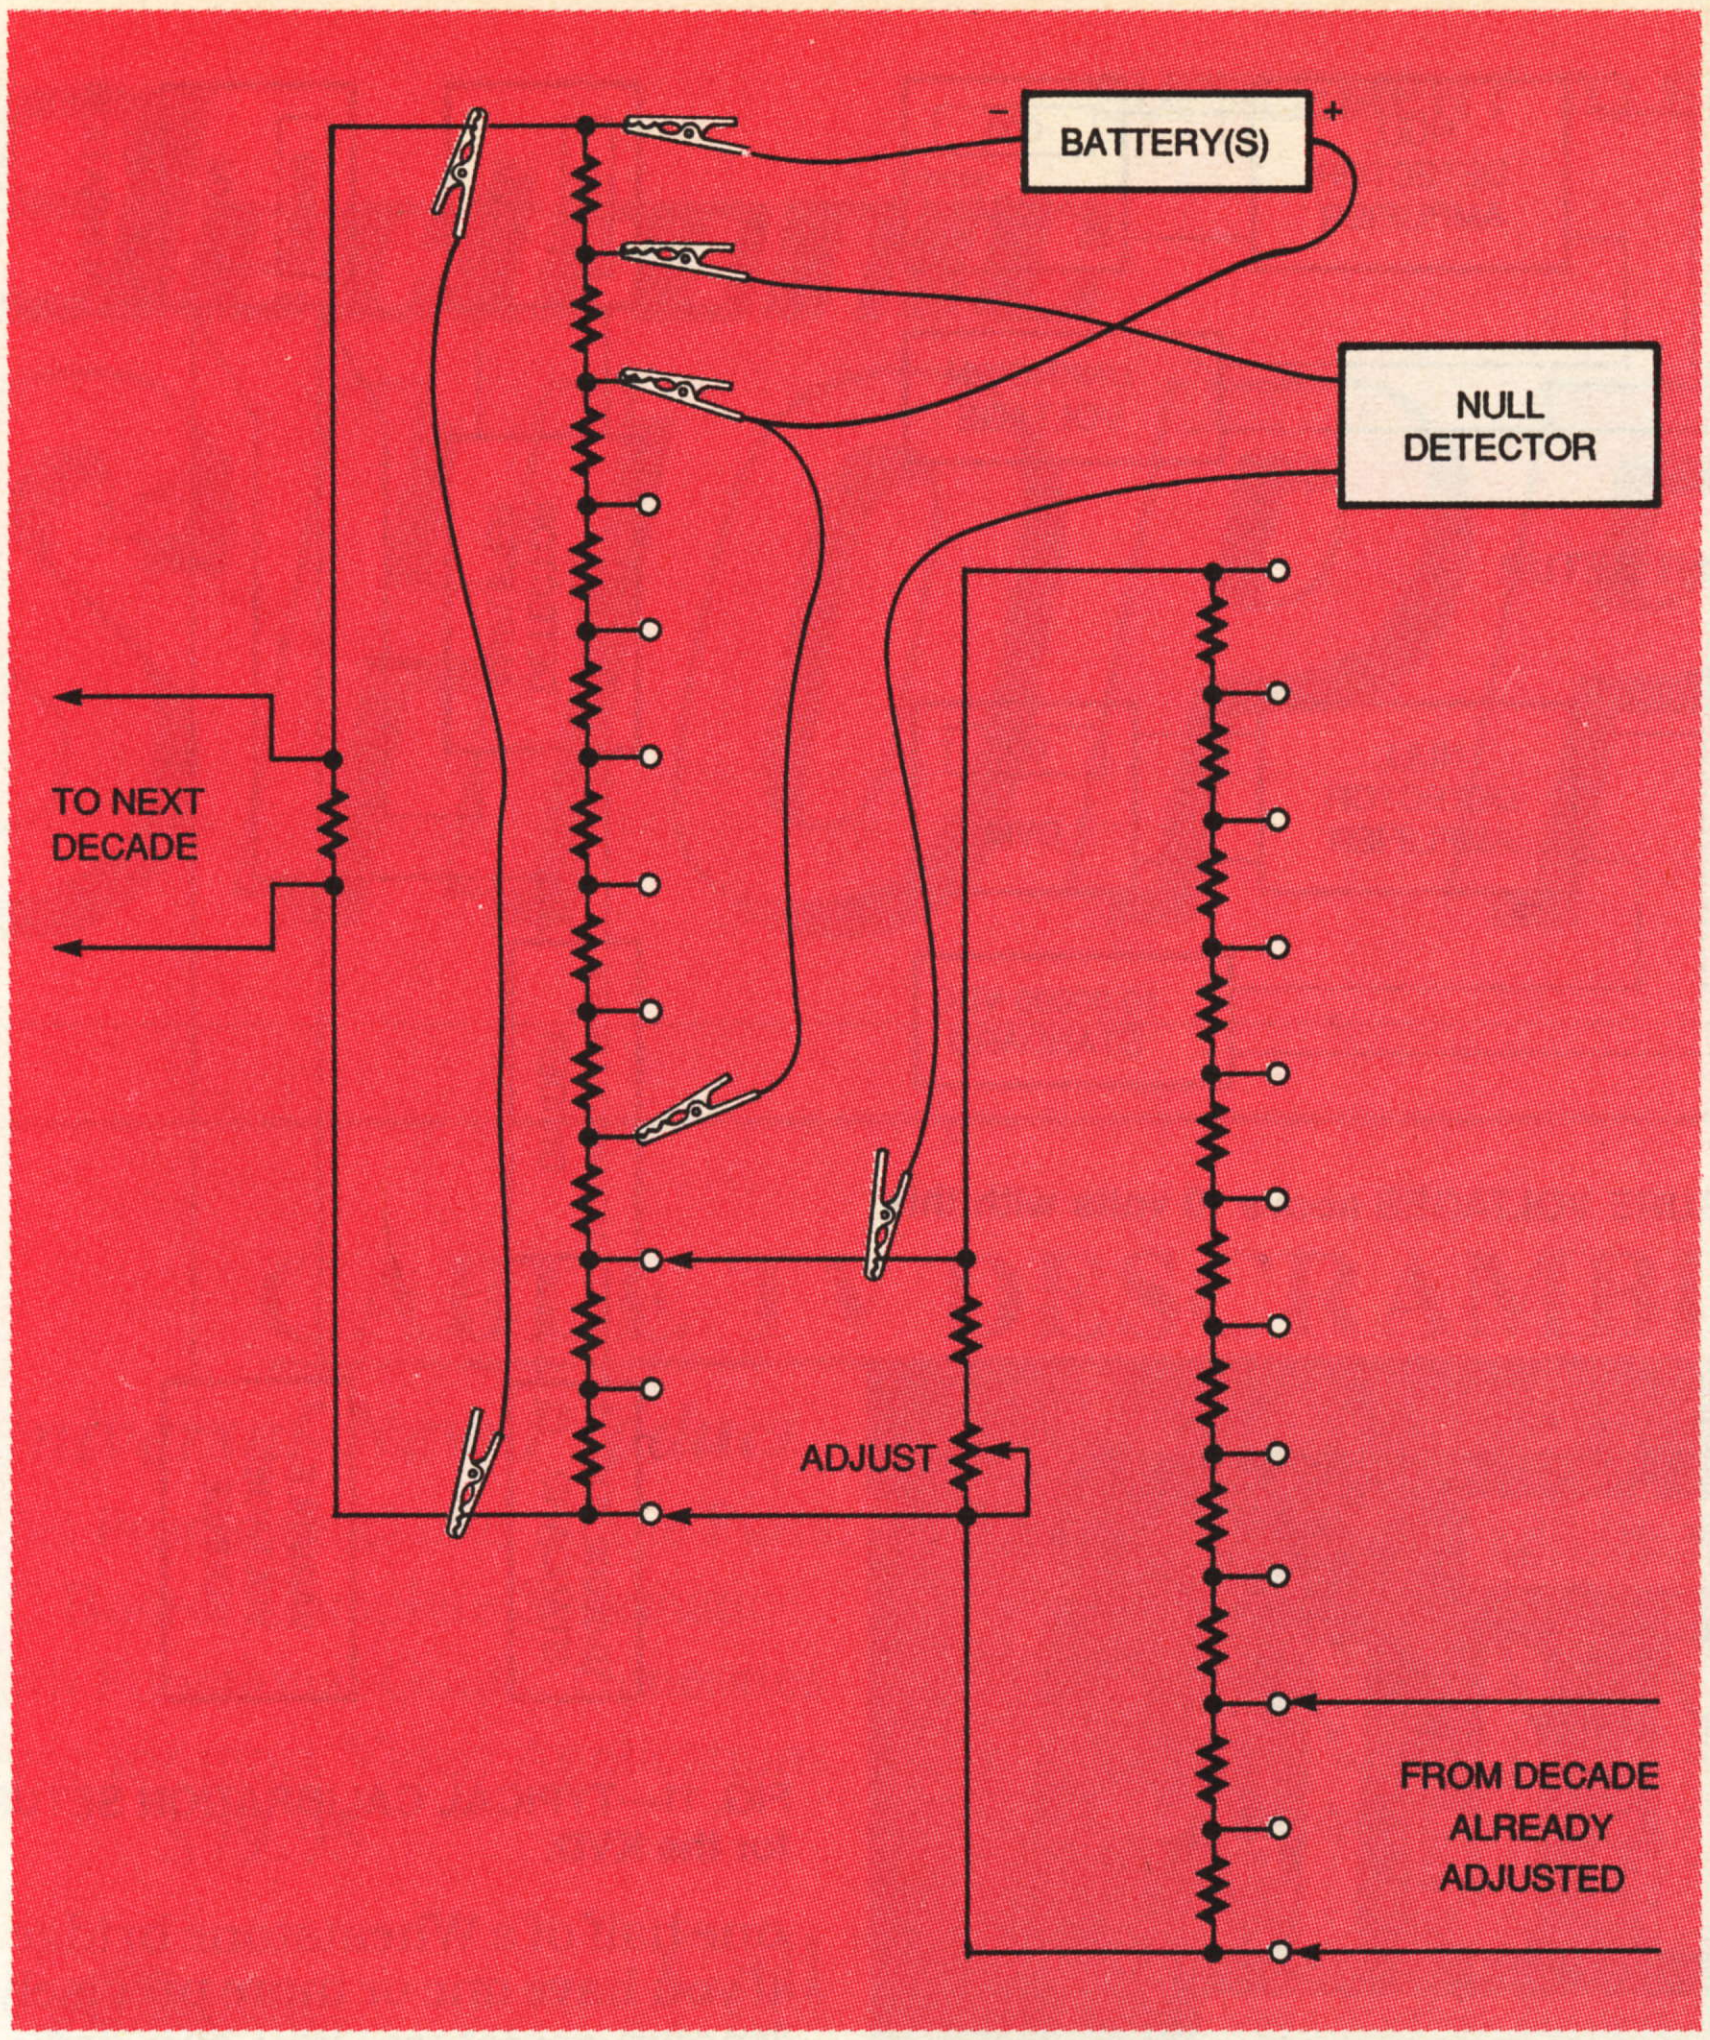

FIG. 6—HOOK UP CLIP LEADS AS SHOWN to adjust the padding networks.
1. Start with the output decade (No. 6). Attach power supply, the null detector, and a shorting lead to decade No. 5, as shown in Fig. 6. Because the resistances are low, do not apply more than 3 volts DC. Adjust the trimmer network on decade No. 6 for null.